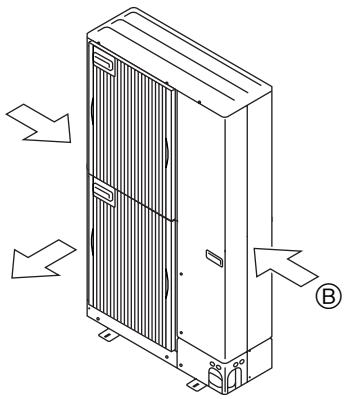

Fig. 3-4
③ Bringen Sie die Anlage so an, daß die Abluft aus der Luftaustrittsöffnung im rechten Winkel zu derjenigen Richtung geführt wird, aus der saisonal bedingt starker Wind bläst. (Fig. 3-4)